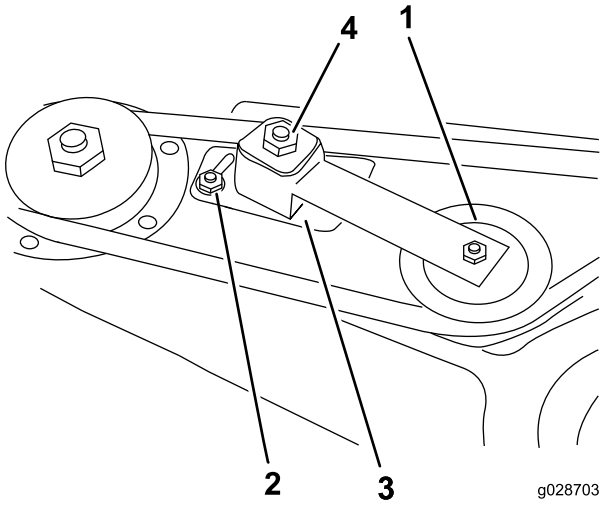

**Figura 3**
3. Afloje las 2 tuercas que sujetan la chapa de la polea tensora para que se libere la tensión que ejerce la polea tensora en la correa (Figura 3).